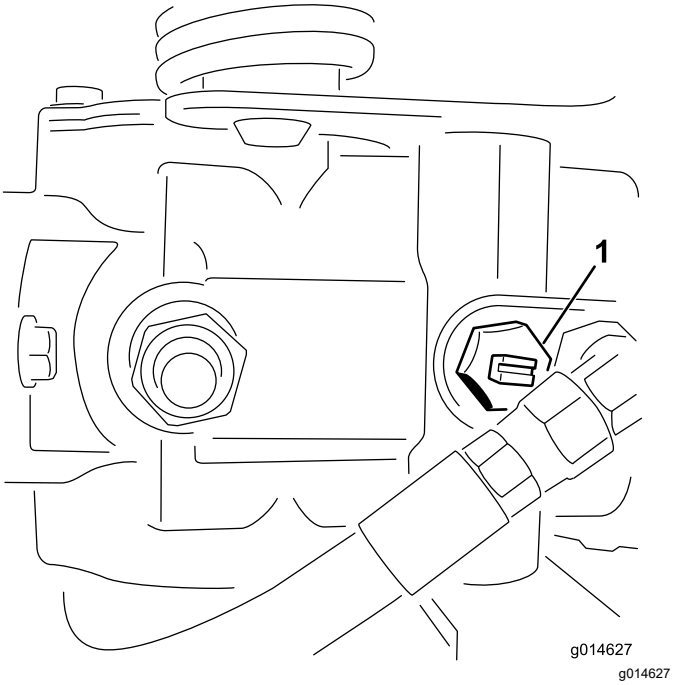

Rysunek 27
1. Znajdź na pompie zawór obejściowy i obracaj nim tak, aby szczelina była skierowana pionowo (Rysunek 27).
2. Przed uruchomieniem silnika zamknij zawór obejściowy, obracając nim tak, aby szczelina znajdowała się w położeniu poziomym (Rysunek 27).